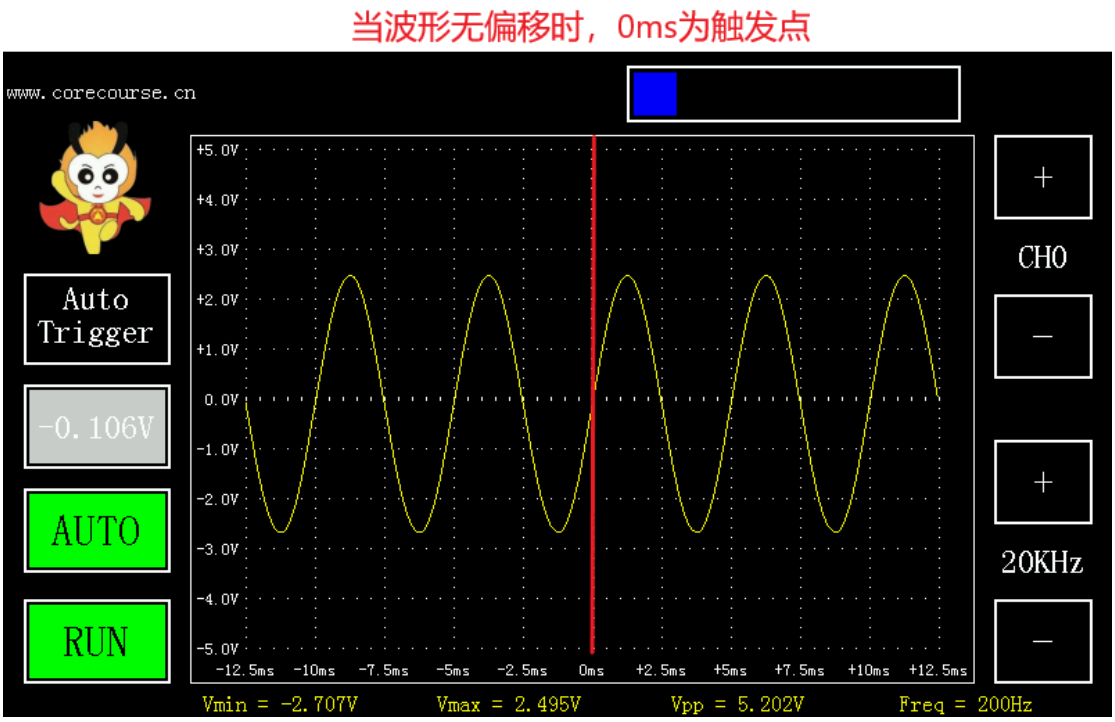

图 1-48 自动触发显示示意图
1. 自动触发：触发值自动选择为输入电压的中值，如下图 1-48 所示。